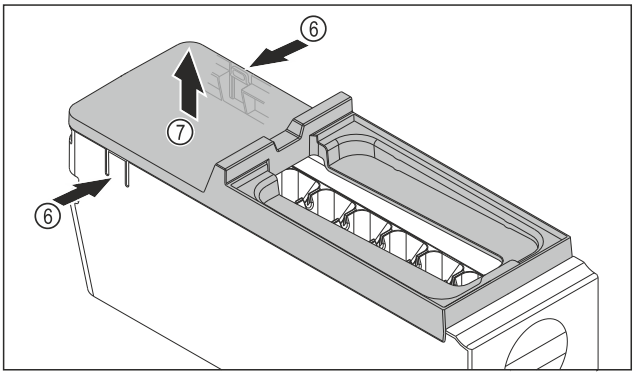

Fig. 106
▶ Snemite pokrov glavnega dela EasyTwist-Ice: Spone *Fig. 106 (6)* na obeh straneh glavnega dela EasyTwist-Ice pritisnite z eno roko.
▶ Pokrov *Fig. 106 (7)* z drugo roko dvignite in odstranite.